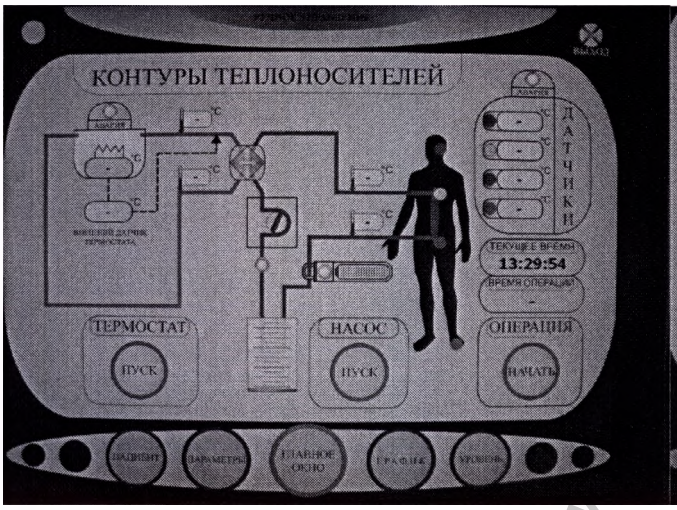

Рис.7.7.
3. Включите ЭВМ (рис. 7.3.). В основном меню выберите пункт «Запуск основной программы» (рис. 7.4.). Программа проверит правильность подключения всех систем (рис. 7.5.). Если система выдаст сообщение о том, что одно из устройств не найдено, следует проверить, включено ли данное устройство. Нажмите кнопку «Далее». На экране появится главное окно основной программы (рис. 7.7.).
1. Убедитесь, что трубки термостата подключены к теплообменнику одноразового комплекта, после чего запустите термостат при помощи кнопки «Пуск» на главном экране программы (рис. 7.7.)